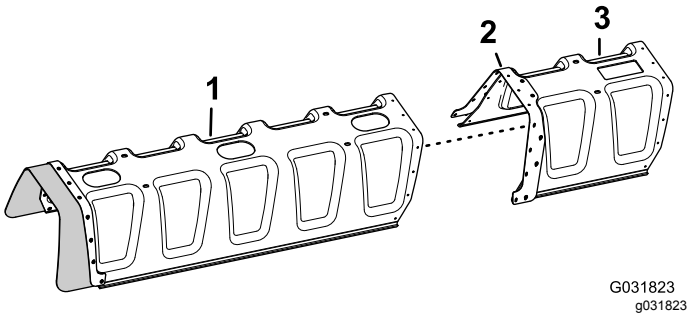

Figur 232
3. Innrett hullene i forsterkningsplaten (dobbel rad) på dekselutvidelsen med hullene i enden av bomdekslet med elleve dyser (Figur 232).